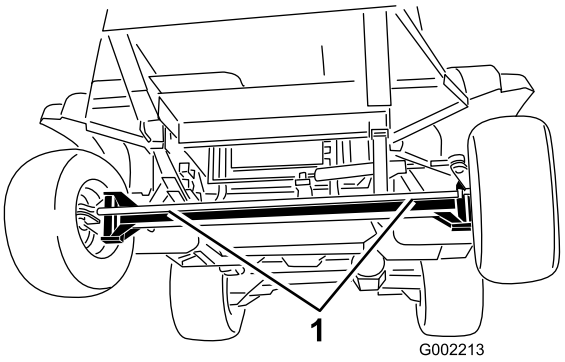
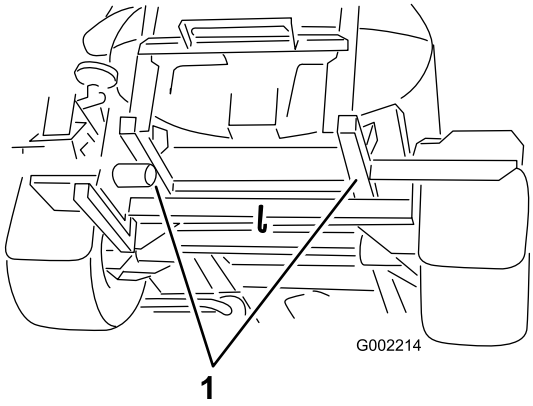

Figur 26
Figur 27
2. Fest et tau til rammen. Se på fremre og bakre tauepunkter i Figur 26 og Figur 27.